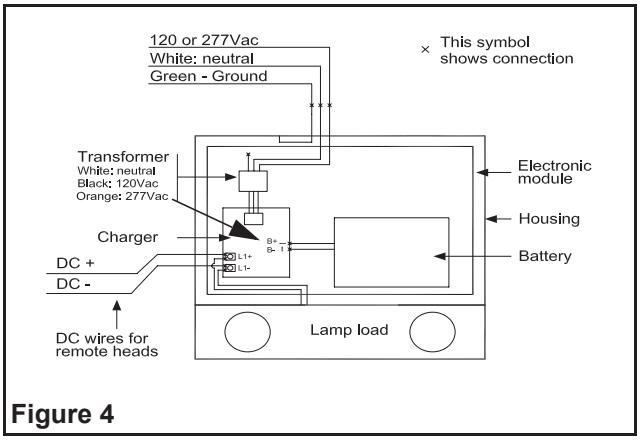

Figure 4
a. Remove the lens-legend (3). Disconnect the lamps from terminal block (see fig 4) and remove the electronic module (3). Four screws secure the electronic module to the housing.
Auto-diagnostic models (refer to figure 4.):